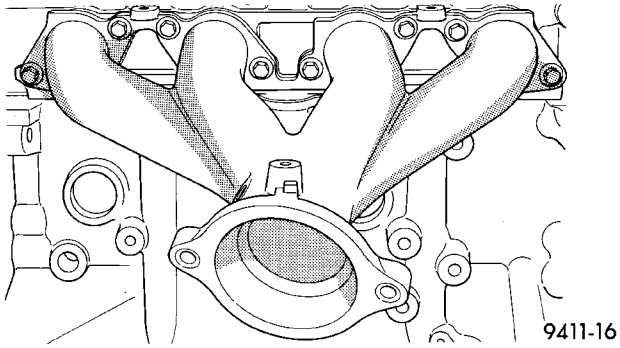

Fig. 29 Tubo múltiple de escape
(4) Retire del tubo múltiple el tubo de escape.
(5) Retire los 8 dispositivos de fijación del tubo múltiple de escape y retire después dicho tubo (Fig. 29).